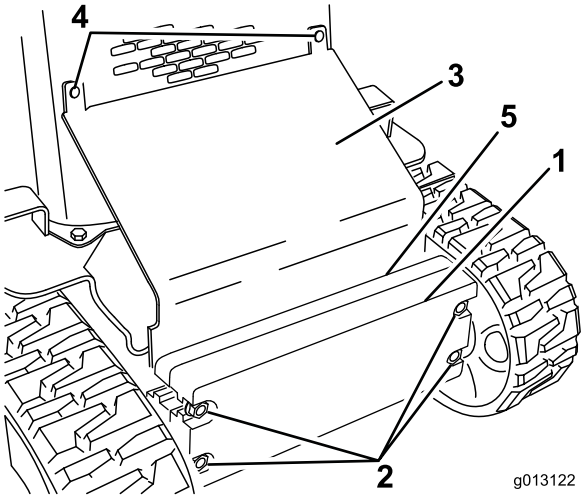

Figuur 26
2. Draai de bouten los waarmee de gewichten zijn vastgezet (Figuur 26).
3. Verwijder de slotbouten en moeren waarmee het schuine scherm is bevestigd (Figuur 26).
10. Schuif de schuine plaat tussen het frame en de gewichten en bevestig de plaat aan de voorschermgrille met behulp van de slotbouten en moeren die u eerder hebt verwijderd (Figuur 26).
11. Draai de bouten vast waarmee de voorgewichten zijn vastgezet (Figuur 26).